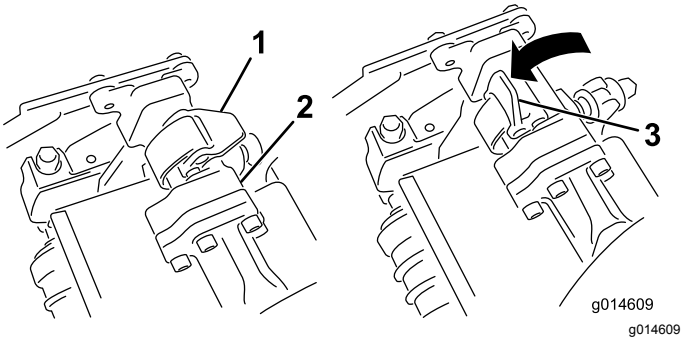
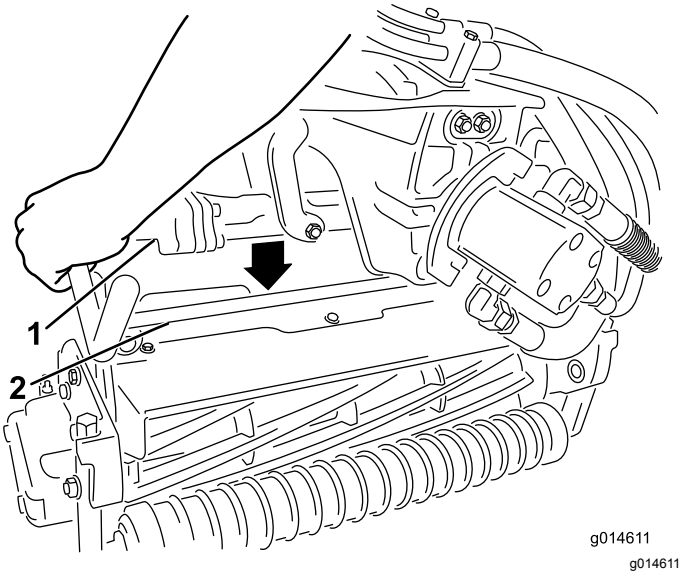

Figur 45
Figur 46
3. Åpne låsene på hjulopphengsarmbøylen slik at de peker opp (dvs. at de er åpne) (Figur 45), og trykk hjulopphengsarmen ned så bøylen ligger over klippeenhetens bøyle (Figur 46).
4. Skyv låsene ned og rundt klippeenhetsbøylen og lås dem slik at de sitter på plass (Figur 45).
4. Åpne låsene på hjulopphengsarmbøylen til klippeenheten du skal fjerne (Figur 45).